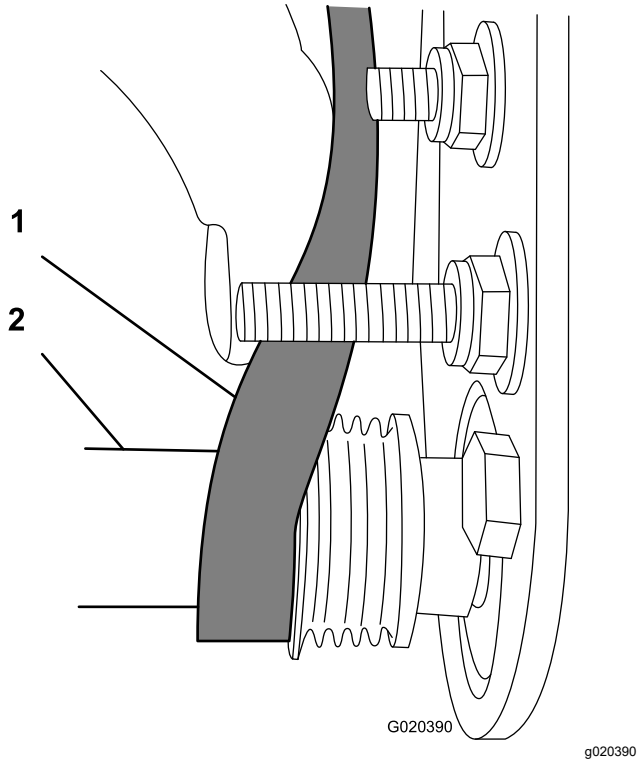

Figura 17
- Empiece a colocar la correa en la polea **arrastrada** (Figura 17).
- Utilice una llave de vaso profundo de 9/16" para girar el conjunto del cepillo y guiar la correa sobre la polea arrastrada (Figura 17).